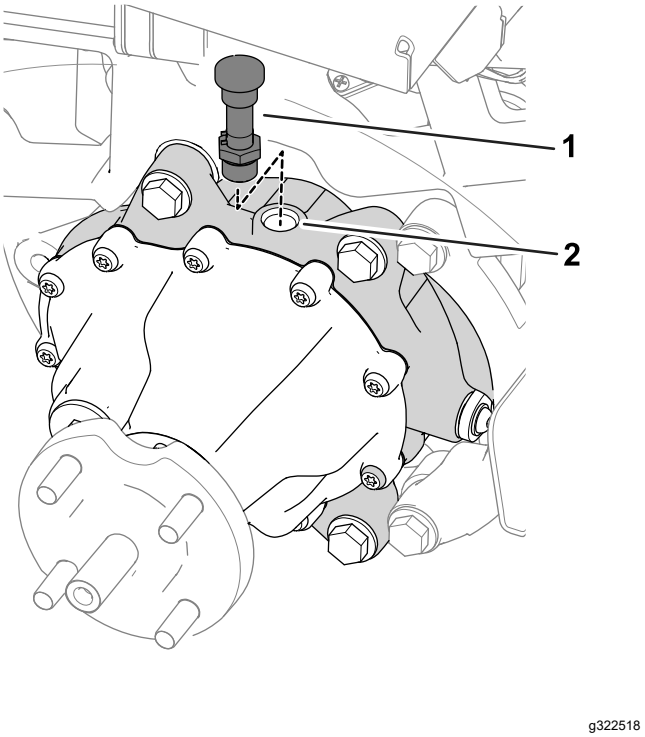

Figuur 49
7. Verwijder de ontluchtingsslang en fitting van de bovenkant van de tandwielkast (Figuur 49).
9. Monteer de ontluchtingsslang en fitting in de vulopening (Figuur 49).